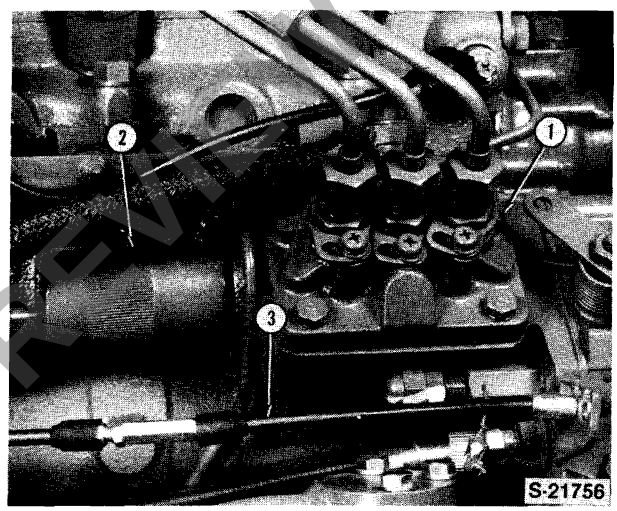

Figure 1
NOTE: *Engine Stop Solenoid (2), Figure 1, information is covered in Part 3, Electrical Systems, in this manual.*
The fuel injection pump is a constant stroke, in-line pump, Figures 1 and 2.